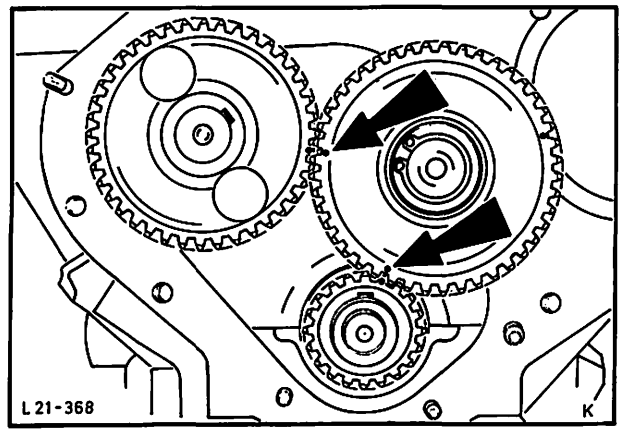

Abb. 68 Markierungen – Stirnräder
41. Zwischenrad so einbauen, daß sich die Punkt-Markierungen mit denen von Nocken- und Kurbelwellenzahnrad decken, Abb. 68. Scheibe und Sprengring montieren.